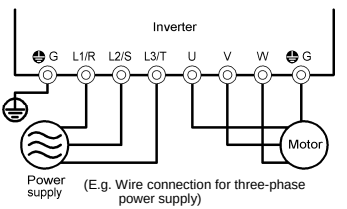

Figure 4.1 Connection of Main Circuit Terminals
(1) Check the wiring to the power input terminals (L1/R, L2/S and L3/T or L1/L and L2/N) and inverter output terminals (U, V and W). Also check that the grounding wires are connected to the grounding terminals correctly. See Figure 4.1.